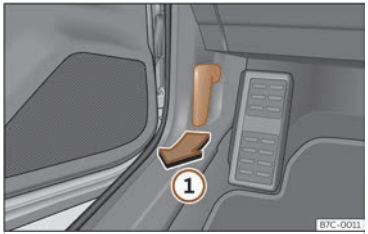

Fig. 198 Palanca de desbloqueo en el espacio reposapiés del conductor.
- Abra la puerta y tire de la palanca que hay debajo del tablero de instrumentos ››› **fig. 198** ①.